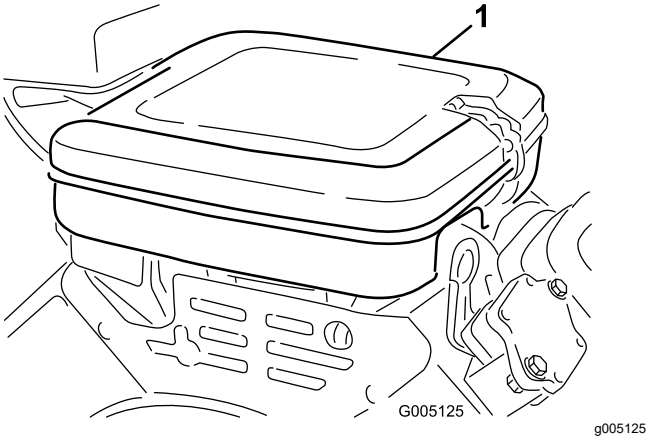

Figuur 25
1. Reinig het luchtfilterdeksel (Figuur 25).